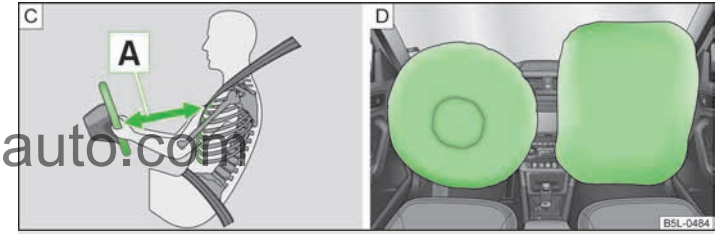

图 141 与方向盘之间的安全距离/充气的安全气囊
如果安全气囊被触发，则在驾驶员和副驾驶员前面膨胀 » 图 141 - D。驾驶员和副驾驶员陷入完全胀开的安全气囊时，其前冲惯性得到缓冲，因而减少了头部和上身受伤的风险。
- 对驾驶员和副驾驶员来说，与方向盘或仪表板保持至少 25 cm 的距离非常重要 A » 图 141。如果您未与之保持上述最小距离，安全气囊系统便无法对您进行保护 - 有生命危险！此外，还必须随时将前座椅和头枕调整至与身材相适合的位置。